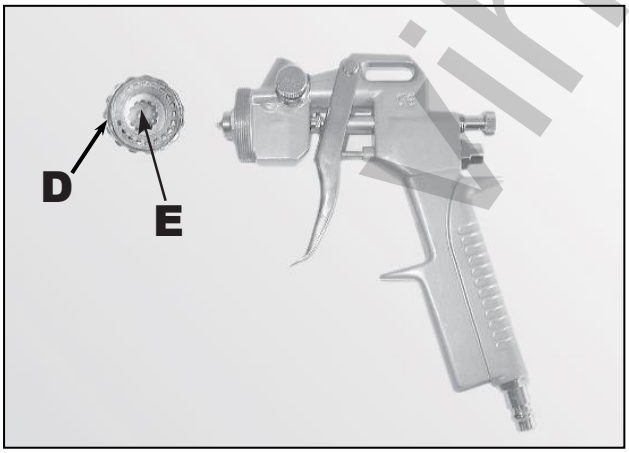
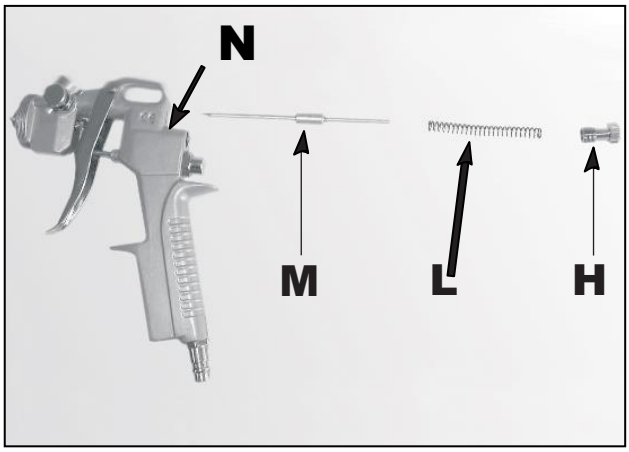

Рис. 9.
Рис. 10.
- Для окончательной и полной промывки пистолета открутите распылительную форсунку **D** и кольцо **E** (рис. 9). Снимите иголку **M**, открутив колесико **H** и вынув пружину **L** (рис. 10).